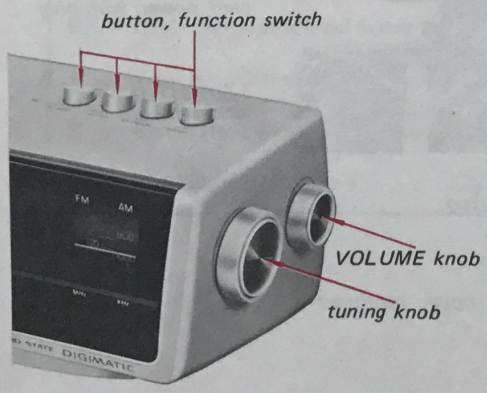

Fig. 2-2.
2. Take off the tuning and VOLUME knobs and four function switch buttons as shown in Fig. 2-2.